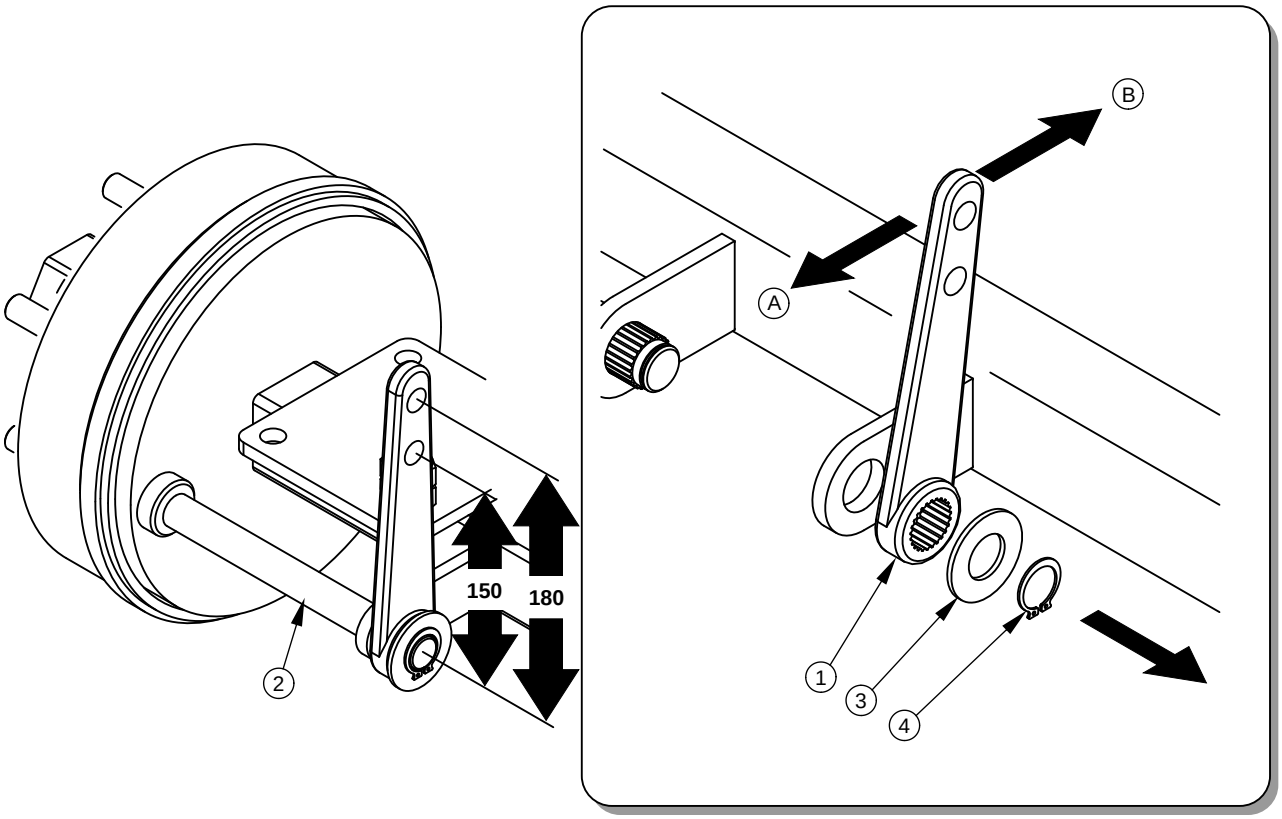

FIGURE 5.4 Adjustment of axle mechanical brakes
Trailer wheels must brake simultaneously. Brakes adjustment involves changing the setting of the expander arm (1) *(FIGURE 5.4)*, in relation to expander shaft (2).